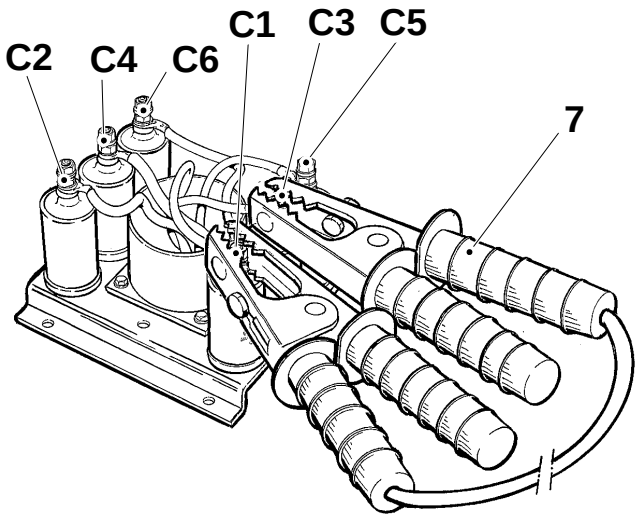

Fig 2. Mains filter
f) When carrying out work on the high-voltage transformer and/or rectifier the ground wire must be connected between two of the capacitors in the mains filter, see fig.2.